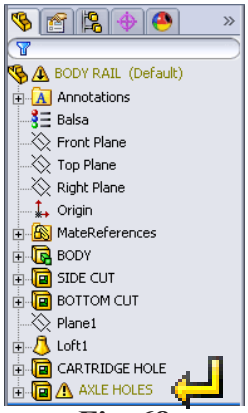

Fig. 68
Step 3. Move **AXLE HOLES** below **CARTRIDGE HOLE** feature, **Fig. 68**. To move the feature, drag **AXLE HOLES** down, when the yellow pointer is over **CARTRIDGE HOLE** and release. **Ignore the What's Wrong dialog box**.